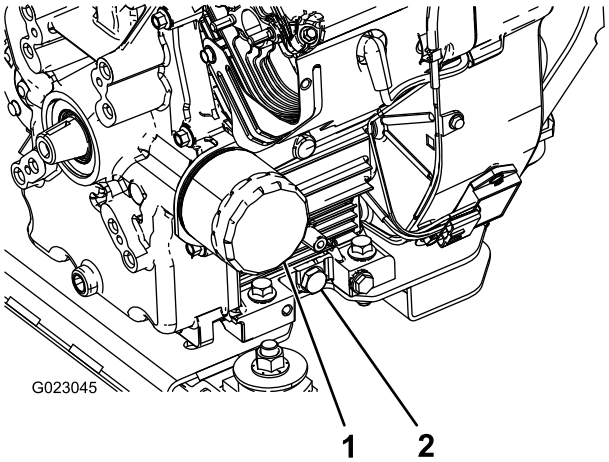

Figur 28
5. Fjern tappepluggen (Figur 28).
2. Ta av oljefilteret (Figur 28).
5. Installer det nye oljefilteret på filteradapteren. Drei oljefilteret med klokken til gummipakningen kommer i kontakt med filteradapteren. Trekk deretter til filteret med ytterligere 1/2-omdreining (Figur 28).